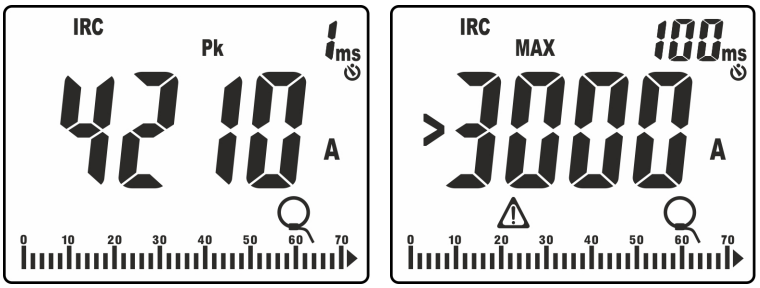

Fig. 42: Ejemplos de visualizaciones de la corriente de arranque
- Valor de pico "Pk" calculado en un **1ms** (vea la Fig. 42 – parte izquierda)
11. Si la corriente medida es mayor que el FE configurado de la pinza, el mensaje como el reportado en la Fig. 42 – parte derecha (relativo a FE = 3000A) se muestra en el visualizador